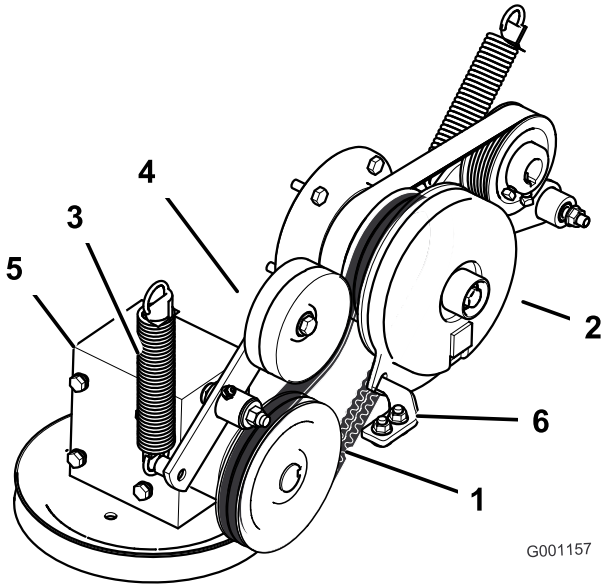

Figuur 54
4. Haal de veer van de arm van de spanpoelie (Figuur 54).
7. Leg de nieuwe drijfriem om de koppelingspoelie en de poelie van de tandwielkast (Figuur 54).
9. Monteer de veer op de arm van de spanpoelie (Figuur 54).